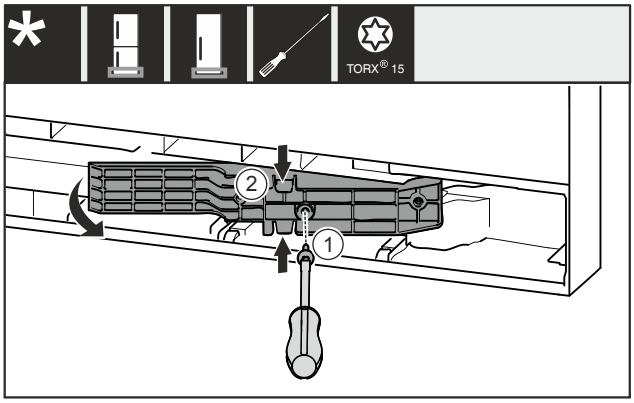

Fig. 22 *
- ▶ Schraube *Fig. 22 (1)* entfernen.*
- ▶ Adapterstück *Fig. 22 (2)* oben und unten leicht zusammendrücken und herausziehen.*